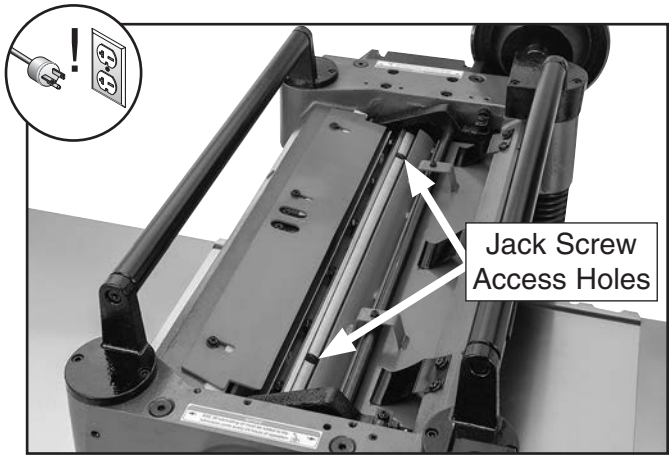
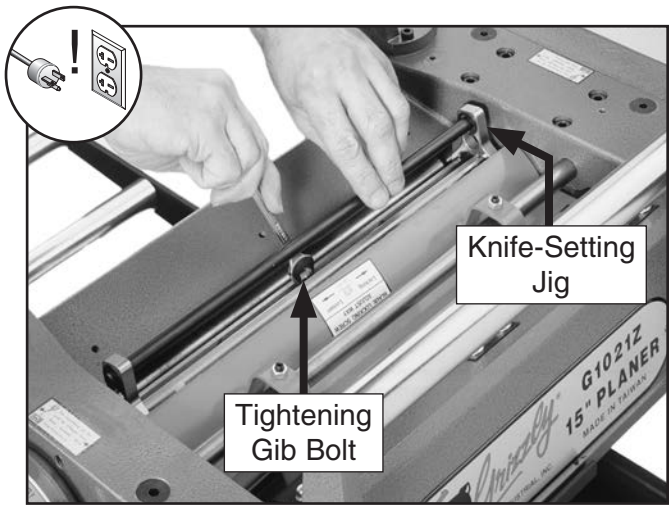

Figure 27. Example of jack screw access holes in cutterhead.
Figure 28. Example of using knife-setting jig to set knife height.
7. **Jack Screws:** Insert hex wrench into access holes in cutterhead (see **Figure 27**), and rotate jack screws to raise or lower knife until it barely touches center pad of knife-setting jig with all legs of jig still firmly on cutterhead, then snug gib bolts enough to hold knife in place without fully tightening gib bolts (see **Figure 28**).
Springs: Insert hex wrench into access holes in cutterhead (see **Figure 27**), and remove jack screws. Push down on knife jig until all legs of jig are firmly on cutterhead and knife just touches center pad of jig, then tighten gib bolts just enough to hold knife in place (see **Figure 28**).